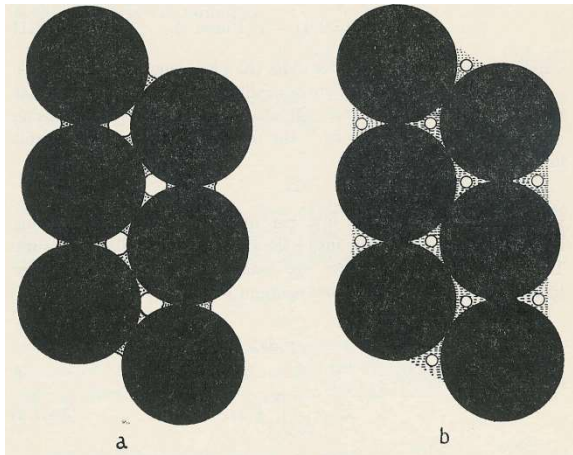

**Figure 2-1: Illustration of pendular (a) and funicular (b) saturation regime in the case of an idealized porous medium consisting of packed spheres (7)**
- Pendular regime: The porous medium has the lowest possible saturation with one phase. This phase occurs in the form of pendular bodies throughout the porous medium. These pendular bodies do not touch each other so that there is no possibility of flow for that phase; see Figure 2-1 (a).
- Fenicular regime: The porous medium exhibits an intermediate saturation with both phases. If the pendular bodies of the pendular regime expand through addition of the corresponding fluid, they eventually become so large that they touch each other and merge. The result is a continuous network of both phases across the porous medium. It is thus possible that simultaneous flow of both phases occurs along tortuous paths; see Figure 2-1 (b).